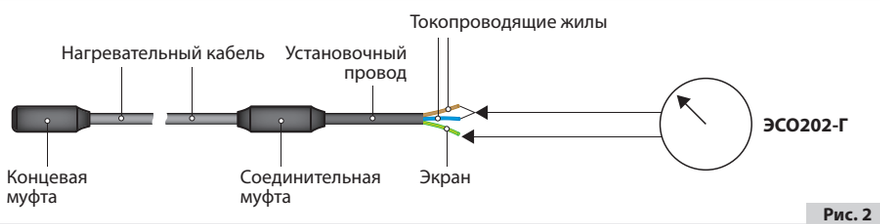

Рис. 2
4.5. До и после монтажа секции нагревательной (а в случае использования в стяжке также после её заливки) необходимо проверить электрическое сопротивление нагревательных жил и сопротивление изоляции (рис.2), результаты занести в Протокол измерений – Приложение 1 настоящего Руководства по эксплуатации. Допускается вместо заполнения Приложения 1 заполнение протокола испытаний по формам 13 и 15 ВСН 123-90.